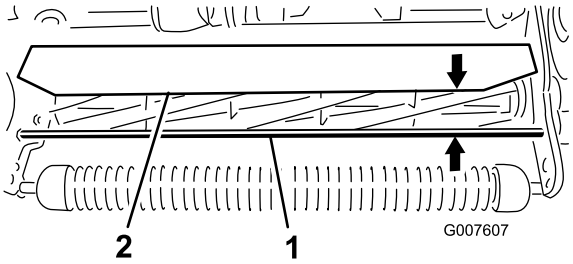

Rysunek 51
1. Zmierz odległość od góry przedniego drążka wsporczego do przedniej krawędzi osłony na obu końcach zespołu tnącego (Rysunek 51).